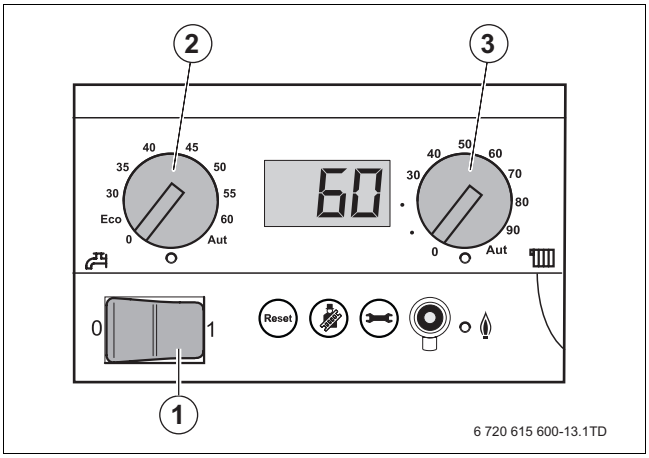

Rys. 48 Pole obsługowe w sterowniku bazowym
- ▸ Ustawić wyłącznik główny na polu obsługowym w położeniu „1“ (Włączony) (→ rysunek 48, [1], strona 36).
- Wyłącznik główny na polu obsługowym sterownika bazowego ustawić na „0“ (→ rysunek 48, [1], strona 36).
- ▸ Ustawić wyłącznik główny na polu obsługowym w położeniu „1“ (→ rysunek 48, [1], strona 36).